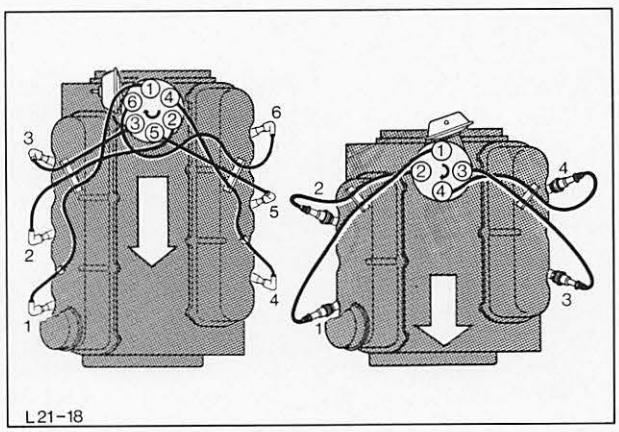
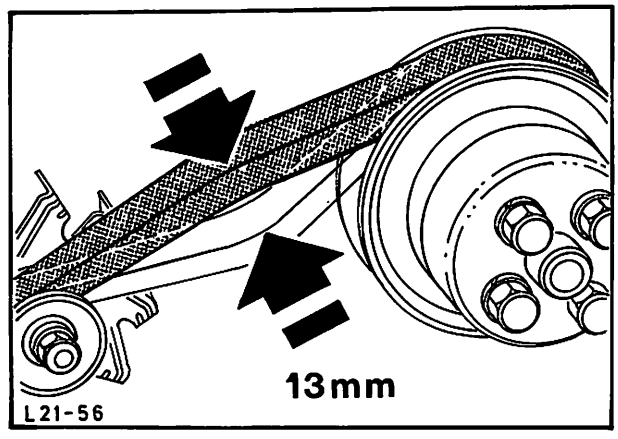

Abb. 213 Zündkabelanordnung (Zündfolge) „C"- und „D"-Motor
Abb. 215 Keilriemen – Lichtmaschine spannen „C"-Motor
20. Zündkerzen einschrauben und Zylinderkopfhauben montieren. Kabel an Geber – Fernthermometer, Zündkabel an Zündkerzen, Abb. 213, und Zündspule aufstecken.
21. Lichtmaschine komplett mit Halter montieren und Kabel – Lichtmaschine anschließen. Keilriemen auflegen und so spannen, daß das Gesamtspiel zwischen Lichtmaschine und Lüfter 13 mm beträgt, Abb. 215.
28. Keilriemen auflegen und so spannen, daß das Gesamtspiel zwischen Lichtmaschine und Lüfter 13 mm beträgt, Abb. 215. Zündkabel aufstecken, Abb. 213, und Ansauggeräuschdämpfer montieren.